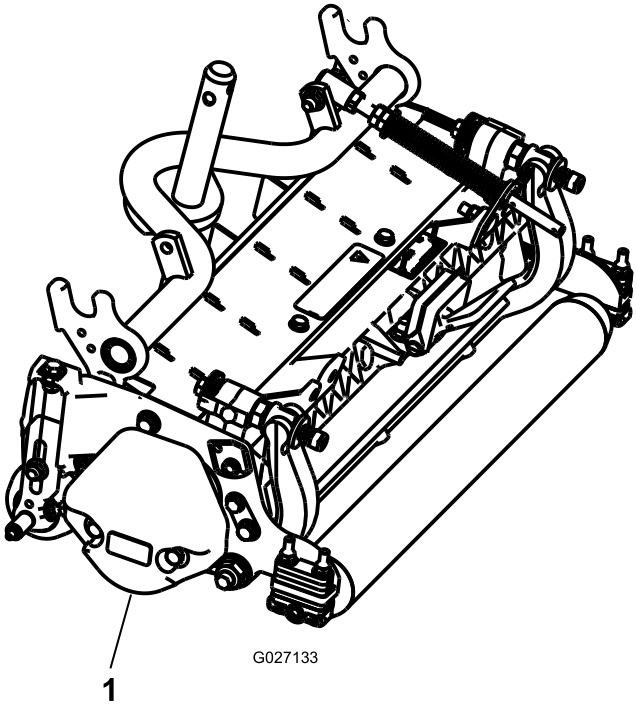

Figuur 3
3. Zorg ervoor dat het contragewicht (Figuur 3) wordt gemonteerd aan het juiste uiteinde van het maaidek volgens de instructies in de *Montage-instructies* van de contragewichtset.